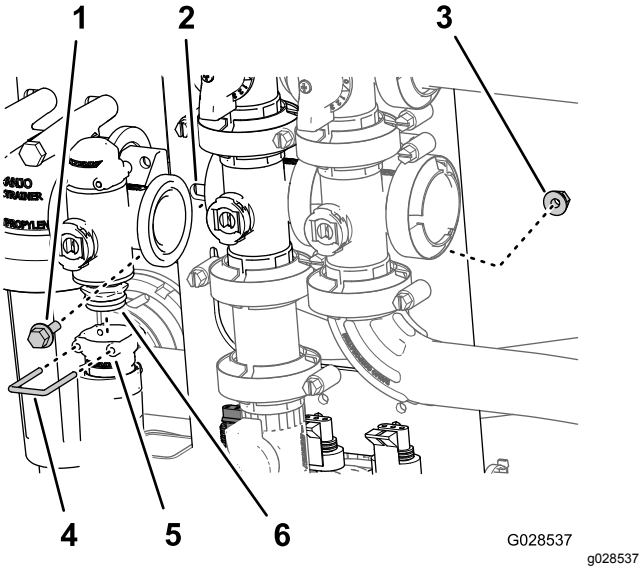

Figur 89
2. Ta bort hållaren som fäster utloppskopplingen vid sprutmängdsventilens grenrör (Figur 89).
3. Ta bort de två flänsskruvar och de två flänslåsmuttrar som håller fast sprutmängdsventilen vid ventilfästet, och avlägsna sedan ventilgrenröret från maskinen (Figur 89).